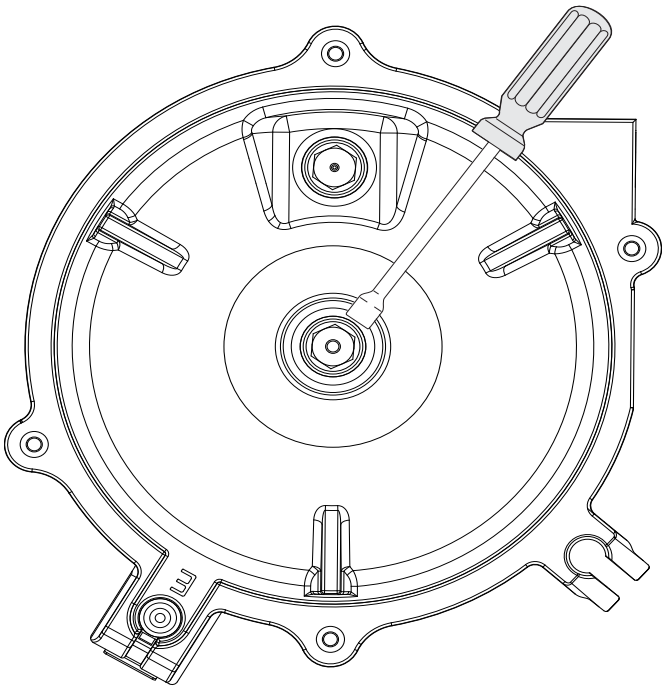

Figure 9
b. Remove the factory installed natural gas orifices from the orifice holders using a 7mm nut driver (See Figure 9). Save the natural gas orifices removed from the appliance for possible future conversion back to natural gas.